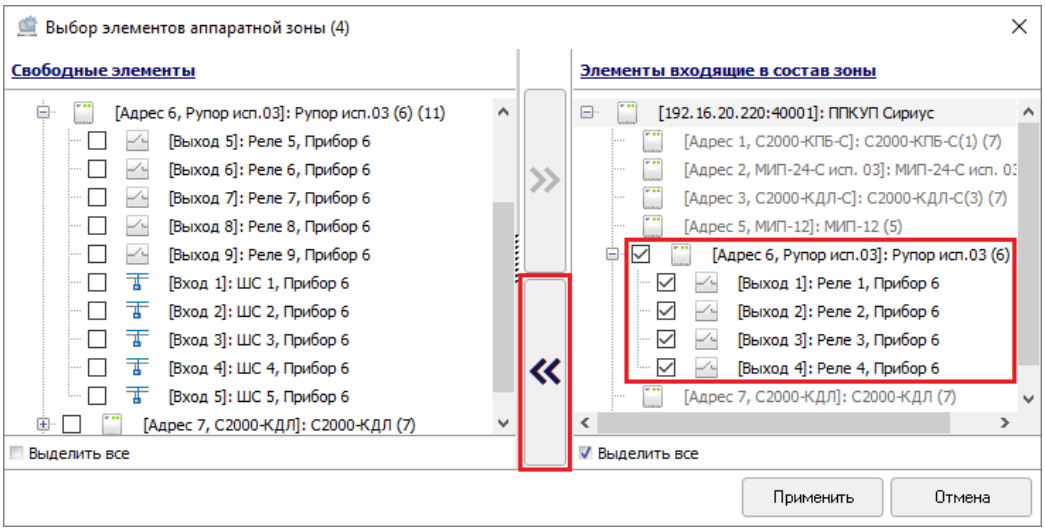

Рисунок 6-313 Удаление элементов и приборов из состава аппаратной зоны кнопкой переноса
- в поле «Элементы, входящие в состав зоны» установите флаг в чек-боксах слева от тех элементов/приборов, для которых необходимо снять привязку к настраиваемой простой аппаратной зоне, и нажмите кнопку переноса (см. Рисунок 6-313);